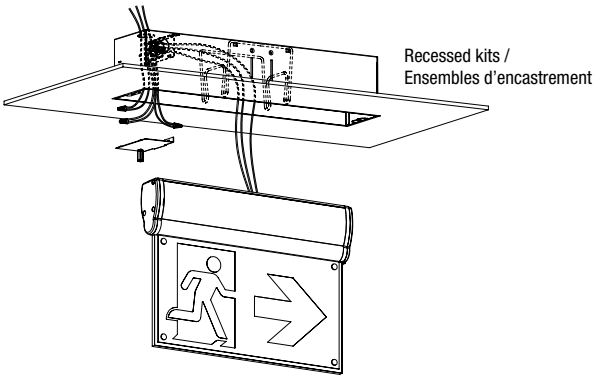

Fig. 14
7. Route AC wires from the fixture into the J-box. Make proper electrical connections at the J-box in the metal housing; refer to "ELECTRICAL CONNECTIONS". Restore the J-box cover after wire connections, insert one side firstly and snap in another side (see Fig.14).
7. Acheminez les fils CA du luminaire vers la boîte de jonction. Effectuez les raccordements électriques appropriés dans la boîte de jonction située dans le boîtier métallique; reportez-vous à la section « RACCORDEMENTS ÉLECTRIQUES ». Remettez le couvercle de la boîte de jonction en place après avoir effectué les raccordements; insérez d'abord un côté, puis enclenchez l'autre (voir fig. 14).